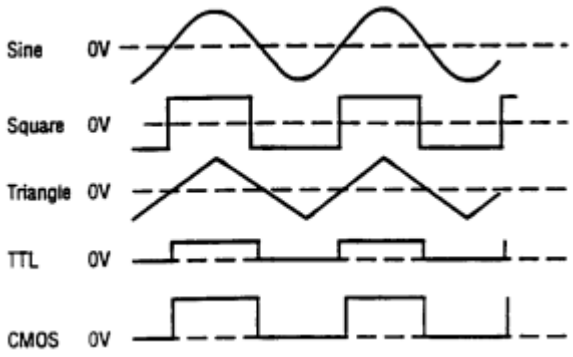

Figure 2. Output Waveform and Phase Relationship
1. Initially, verify that the **DUTY CYCLE** (17), **CMOS LEVEL** (15), **DC OFFSET** (14), **-20 dB** (11), and **SWEEP INT/EXT** (12) switches are in the OUT position (released). This will produce a symmetrical waveform unaffected by the sweep generator and other controls.
2. Plug the unit into an appropriate power source and turn it on by engaging the **POWER** switch (1).
3. Select the desired waveform (SINE, SQUARE, or TRIANGLE) by engaging one of the **FUNCTION** switches (3). Phase relationships of the waveforms are shown in Fig. 2.
4. Select the frequency of the waveform by depressing one of the **RANGE** switches (2). The output frequency is displayed, along with the appropriate measurement units, kHz or Hz (23), on the LED display.
5. Rotate the **COARSE** (20) frequency control to quickly set the output frequency to the approximate desired value. The **FINE** (19) frequency control can then be used to easily set the output to the specific desired value. The frequency selected is available at the **OUTPUT** jack (6). In addition, a digital signal, either TTL or CMOS is available at the **TTL/CMOS** jack (7) (refer to the "TTL/CMOS OUTPUT" section of this manual).
6. Adjust the amplitude of the output as desired using the **OUTPUT LEVEL** control (4). Rotation of this control varies the amplitude from maximum to 20 dB below maximum. An additional attenuation of -20 dB is available by engaging the **-20 dB** switch (11). The attenuation factors can be combined for a total of -40 dB. The maximum signal level is 10 V p-p (into 50 Ω).